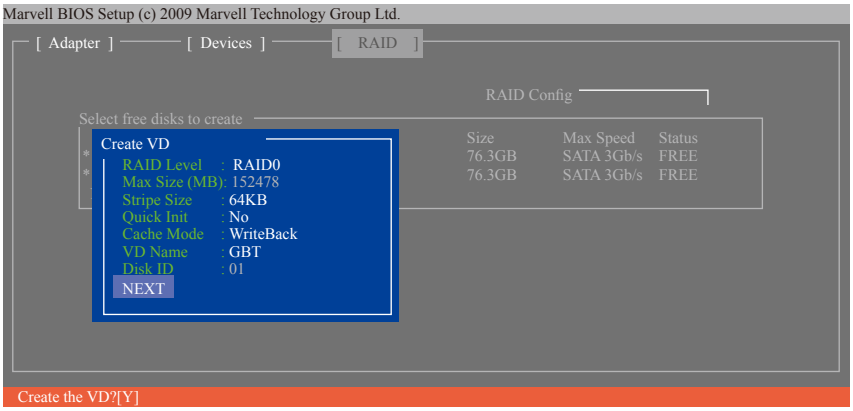

图7
6. **NEXT**：完成以上设定请至「NEXT」项目按<Enter>键。当确认信息出现时，确定制作磁盘阵列请按<Y>，取消请按<N> (图7)。